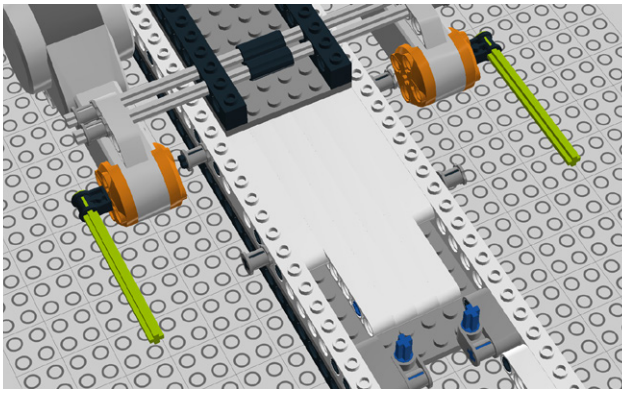

Figure 8-86. *Step 81: Attaching 8M cross axles with end stops*
81. Slide 8M cross axles with end stops through the pole reversal handles as seen in Figure 8-86.